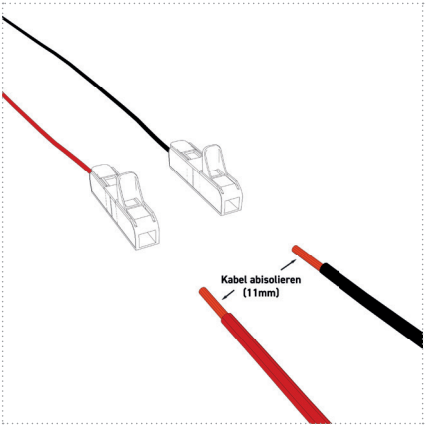

Abbildung: 18
2. Isolieren Sie die bordseitigen Anschlusskabel 11 mm ab (Abbildung 18).
3. Schließen Sie anhand *Tabelle 17 +18* die 2 Kabel (Spannungsversorgung und Signal) der UV-Einheit mittels den im Lieferumfang enthaltenen Verbindungsklemmen an die Spannungsversorgung u. Pumpe an (*Abbildung 18+19*).